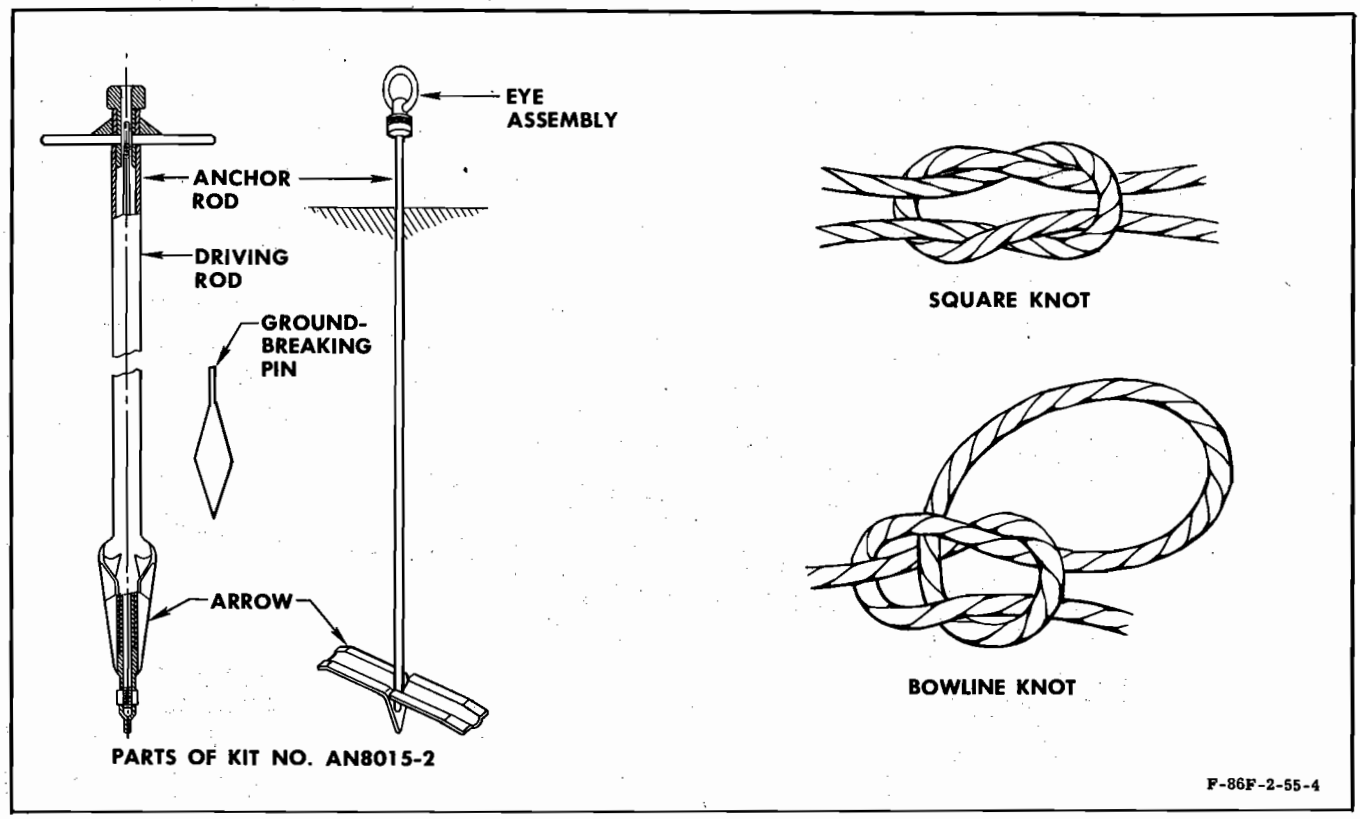

Figure 1-10A. Mooring Details
- In the event tie-down rings are not available on hard-surfaced areas, airplanes requiring extended parking will be moved to an area where anchor kits, Part No. AN8015-2 (figure 1-10A), can be used. (Refer to paragraph 1-18A.)
- Slip knots will not be used in tying mooring ropes. Antislip knots, such as square or bowline, will be used. (See figure 1-10A.)
1-18A. INSTALLING MOORING KIT (PART NO. AN8015-2). To use the mooring kit, Part No. AN8015-2 (figure 1-10A), screw the anchor rod into the arrow; then slip the driving rod over the anchor rod and into the socket of the arrow. The cam on the driving rod must be turned so that the prongs of the arrow will not be spread during driving. The surface should be broken first by using the ground breaking pin, if the ground is hard. Care must be taken to align the rod with the point of attachment on the airplane. The arrow should be driven into the ground until the driving rod handle is within 3 inches of the ground and then rotated 90 degrees, and the driving rod given a sharp blow to spread the prongs of the arrow. The driving rod is then returned to the driving position and withdrawn. The squared socket of the eye assembly will then be aligned with the squared end of the anchor rod, fitted into place, and the knurled nut screwed down tight. The mooring rope will then be attached to the eye assembly and given an upward pull to set the arrow prongs. To withdraw the anchor rods, the mooring ropes are detached and the anchor rods unscrewed by turning the ring of the eye assemblies counterclockwise, leaving the arrows in the ground.